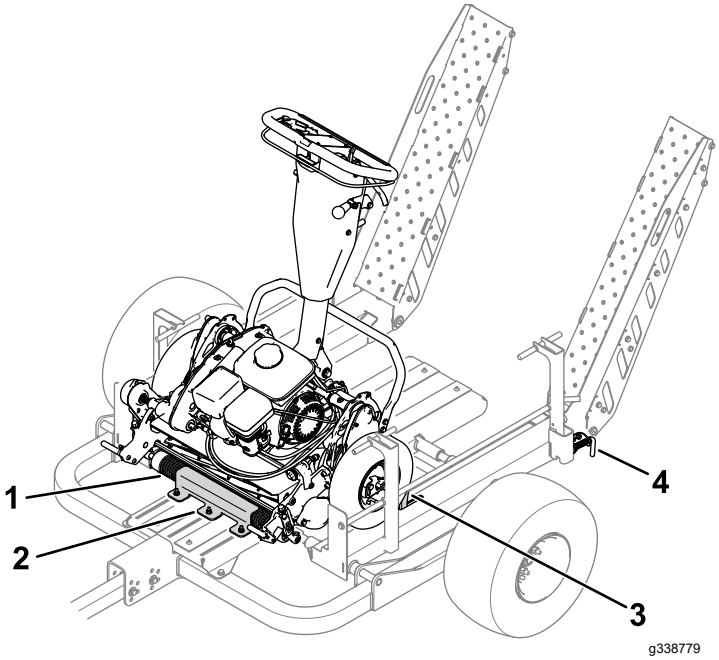

Figuur 30
1. Gebruik de vlakke oprijplaten of rails om de machine langzaam op de aanhangwagen te rijden tot de voorrol in de rolbeugel komt te zitten (Figuur 30).
4. Haal de oprijplaten op en schakel de vergrendelpennen in (Figuur 30).